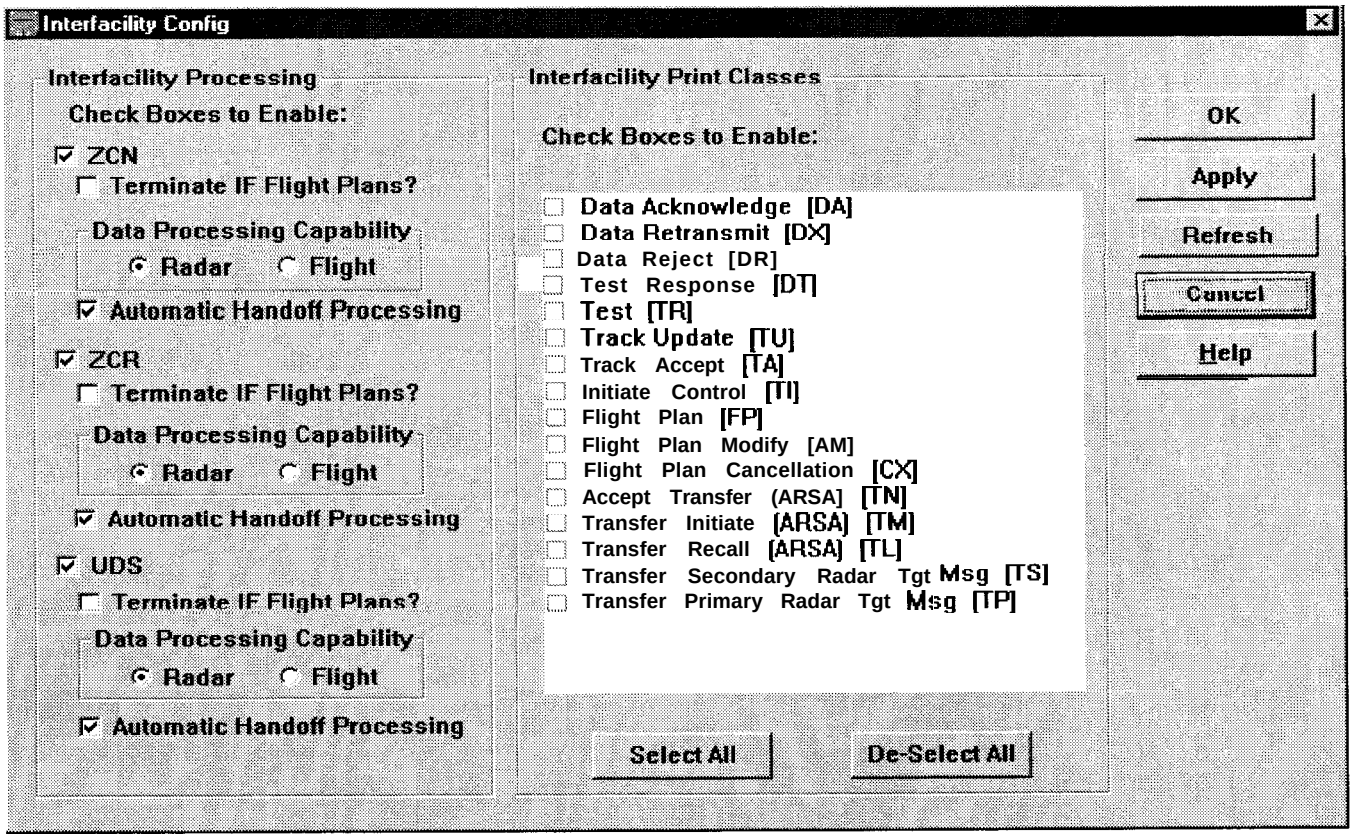

FIGURE 4-56. INTERFACILITY CONFIG WINDOW
2. Observe the inter-facility Config window (Figure 4-56).